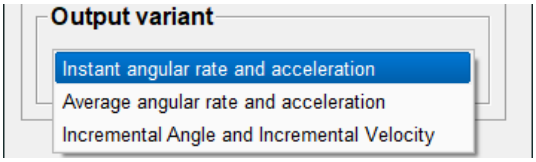

Fig. 4.28.
- **Output variant** (see Fig. 4.28)